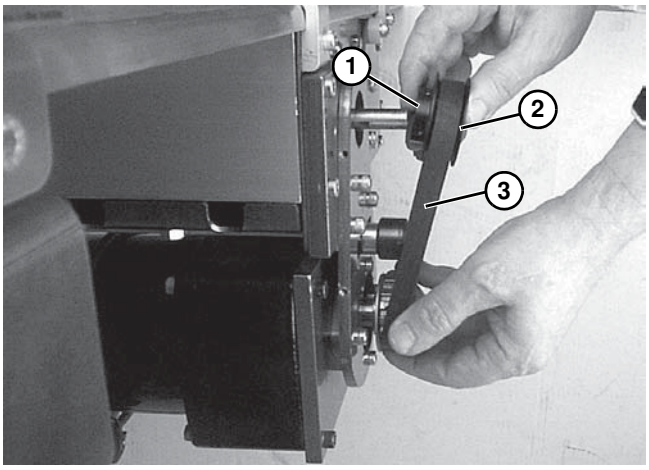

Figure 36
*Si la courroie crantée ne passe pas au-delà du rouleau, desserrer les vis de fixation du pignon entraîné **(Figure 36, élément 1)** et retirer le pignon **(Figure 36, élément 2)** avec la courroie **(Figure 36, élément 3)**.*